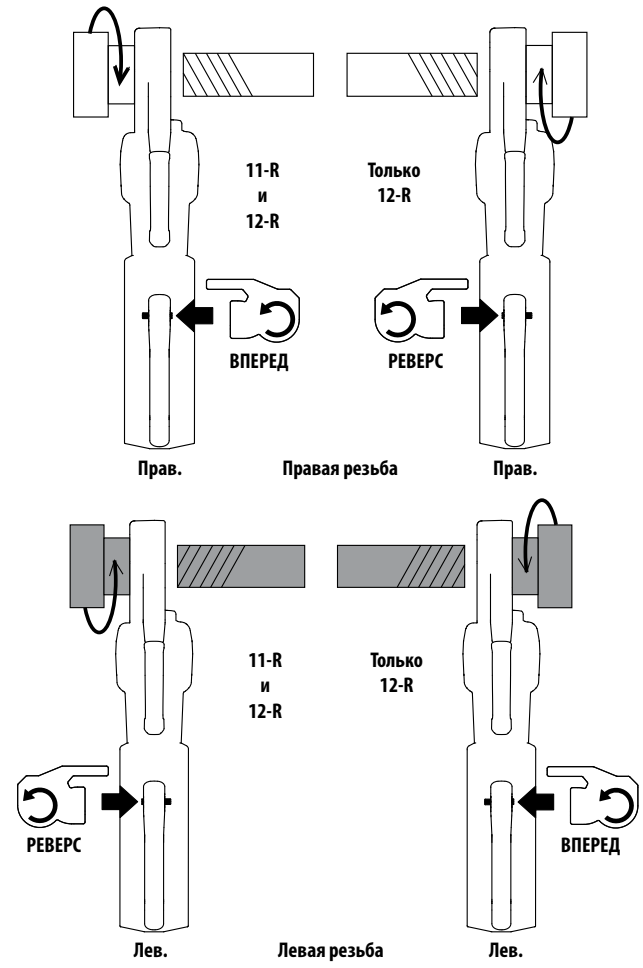

Рис. 9 - Ползунковый переключатель вперед/назад/ориентация резьбонарезной головки
7. Установите ползунковый переключатель вперед/назад силового привода для нужной правой или левой резьбы. *См. Рис. 9.*